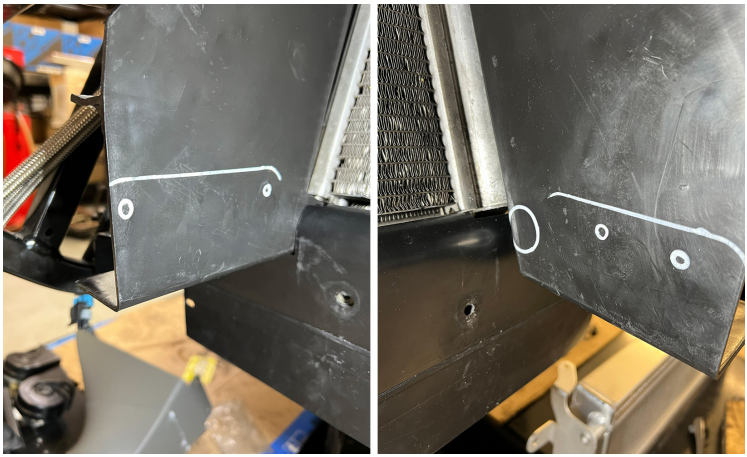

Figure 14 - Passenger and Driver Side Traced Shroud Holes
17. Use the paper hole templates to center point punch the rest of the holes as shown in **Figure 14**.